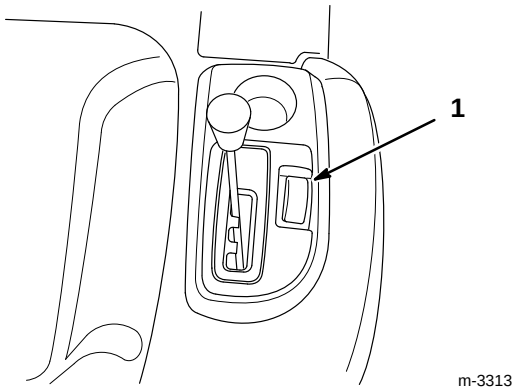

Figure 25
La commande de vitesse de croisière est un interrupteur (Fig. 25) sur le garde-boue de droite, qui maintient la traction à un niveau déterminé sans qu'on doive actionner la pédale. Cette commande ne fonctionne que pour la marche avant.
1. Commencer à conduire le tracteur en mouvement en marche avant, voir Marche avant ou arrière, page 26. Sans modifier la pression du pied sur la pédale de commande de traction, pousser l'interrupteur de vitesse de croisière (Fig. 25) en position "mis". Ceci verrouille la commande de traction en position et permet de retirer le pied de la pédale sans que la position de celle-ci varie.